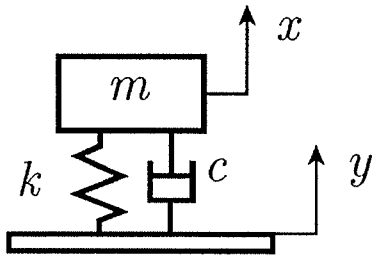

図１(b)
(1)　図１(b)の記号を用いれば，系の運動方程式は $\boxed{①}$ と表される。